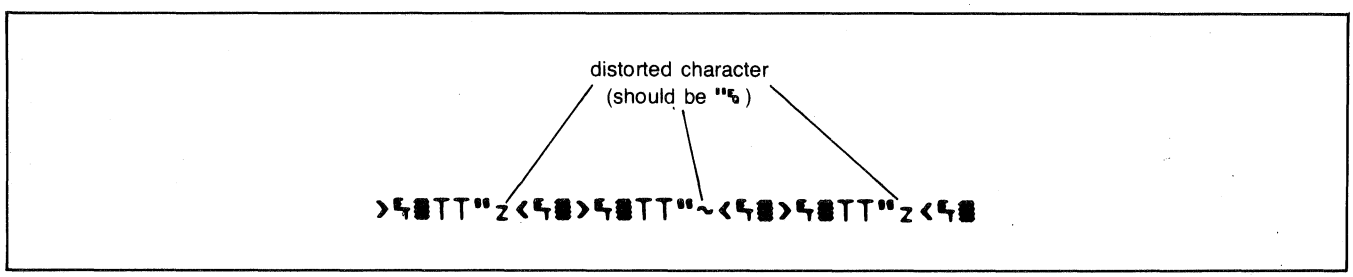

Figure 7-30. Character Distortion in Group Poll
In group poll operations the last three characters of the poll sequence (second ",ENQ,PAD) may be distorted due to the response of polled terminals (see figure 7-30). Once a terminal detects the first double quote character ("), it begins its response with a transition on the Request to Send (CA) line. This causes the monitor to begin watching for data from the terminal instead of the computer. This distortion occurs only within the monitor and does not affect the operation of either the computer or the other terminals.